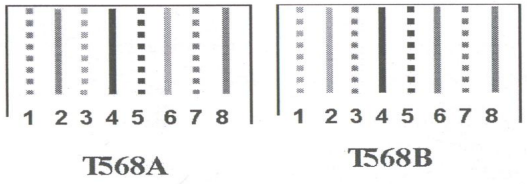

Fig.1 The type of UTP
3.12 Check the type of UTP(se fig.1)